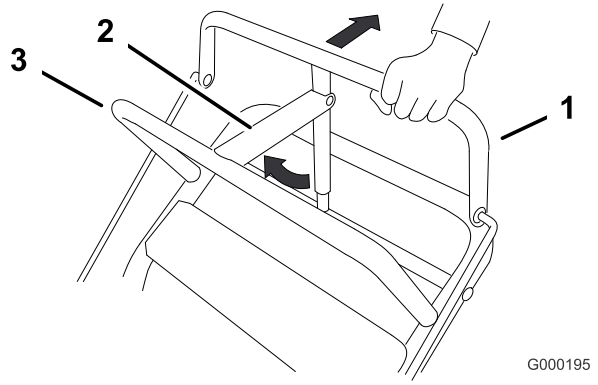

Figura 7
1. Tire hacia atrás de la barra de control superior (Figura 7) y sujétela en esa posición.
2. Levante la palanca del freno de estacionamiento (Figura 7) y suelte poco a poco la barra de control superior. La palanca de freno debe permanecer en posición puesto (bloqueado).